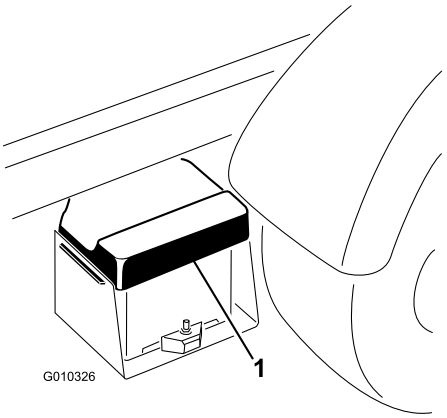

Figur 5
1. Fjern batteriet fra batterikassen (Figur 5).